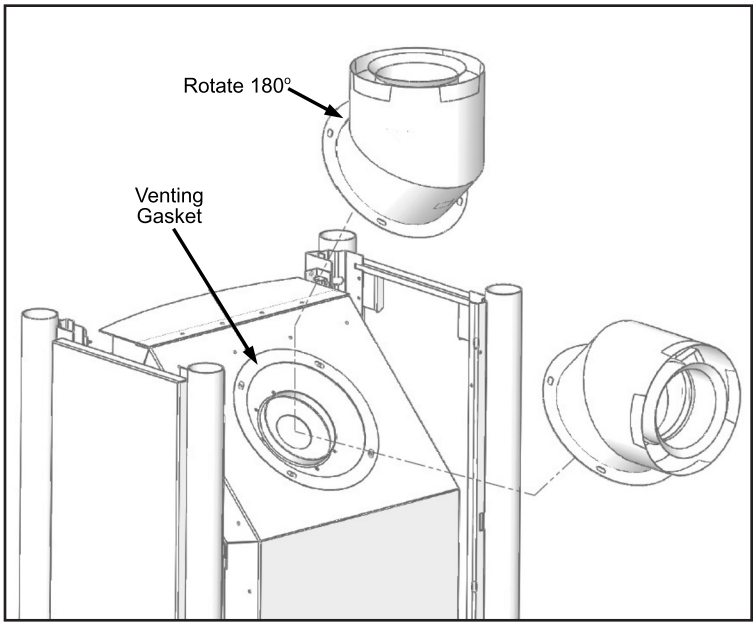

Figure 42: Converting Top Vented into Rear Vented.
2. Remove the four (4) ¼" screws that hold the flue collar elbow to the unit body.
3. Carefully remove the elbow being sure not to damage the gasket that is glued to the flue collar elbow, it seals the flue to the firebox (see Figure 42).